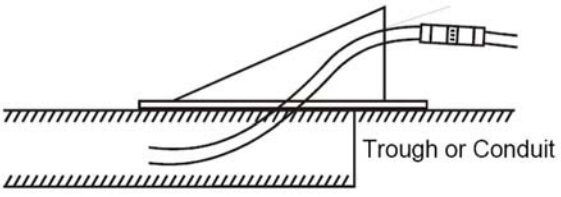

Figure 2
- Connectors mounted above mounting bracket (Figure 2)